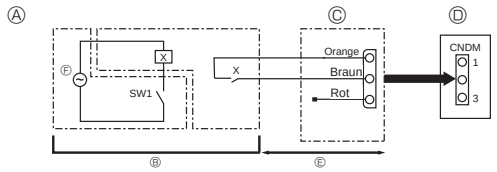

Fig. 9-1
9.1. Lärmschutzmodus (Veränderung vor Ort) (Fig. 9-1)